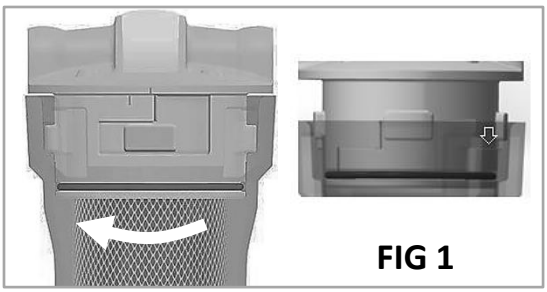

FIG 1
2. Remove sump (520) from filter head (2501) by turning it 1/8th turn to left, then pulling away from head (fig 1).